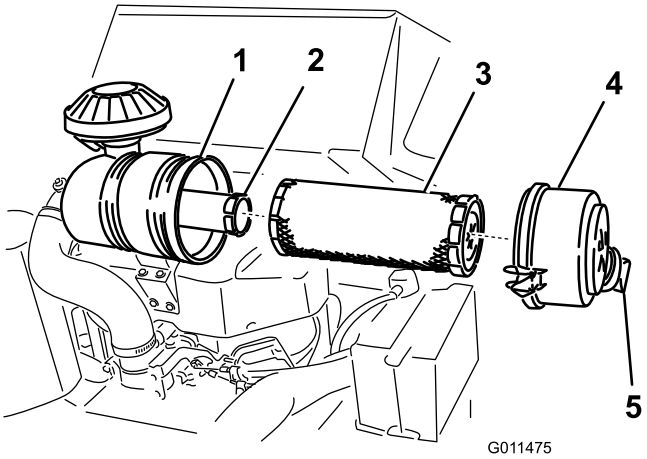

**Figur 33**
3. Lossa spärrhakarna på luftrenaren och dra av luftrenarkåpan från luftrenarhuset (Figur 33).
1. Dra försiktigt ut huvudfiltret ur luftrenarhuset (Figur 33). Undvik att knacka filtret mot sidan på luftrenarhuset.
4. Om du byter ut säkerhetsfiltret ska du försiktigt skjuta in det nya filtret i filterhuset (Figur 33).
5. Skjut försiktigt in huvudfiltret över säkerhetsfiltret (Figur 33). Kontrollera att det sitter ordentligt genom att trycka på filtrets yttre kant medan du monterar det.
6. Montera luftrenarkåpan med dammkåpan i den riktning som visas i Figur 33 och fäst spärrhakarna.